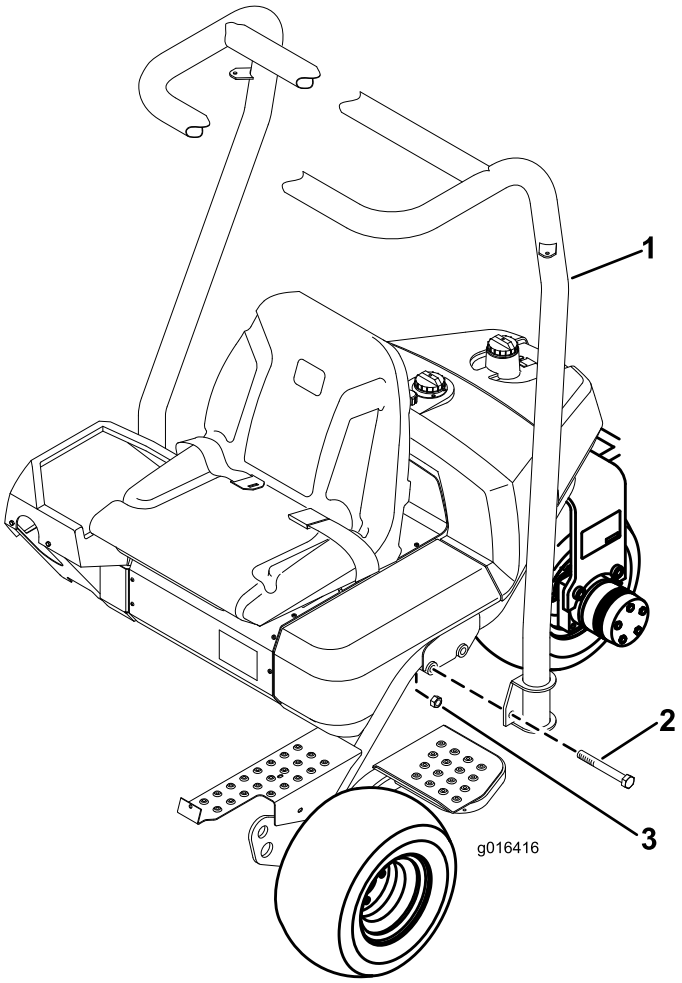

**Figur 7**
1. Still veltebeskyttelsen slik at toppen av røret bøyer mot maskinens front (Figur 7).
2. Senk veltebeskyttelsen ned på rammen, og innrett den etter monteringshullene (Figur 7).
3. Fest hver side av veltebeskyttelsen til rammen med (2) bolter (5/8 x 4-1/2 tommer) og låsemutre som vist i Figur 7. Stram til med et moment på 183–223 Nm.